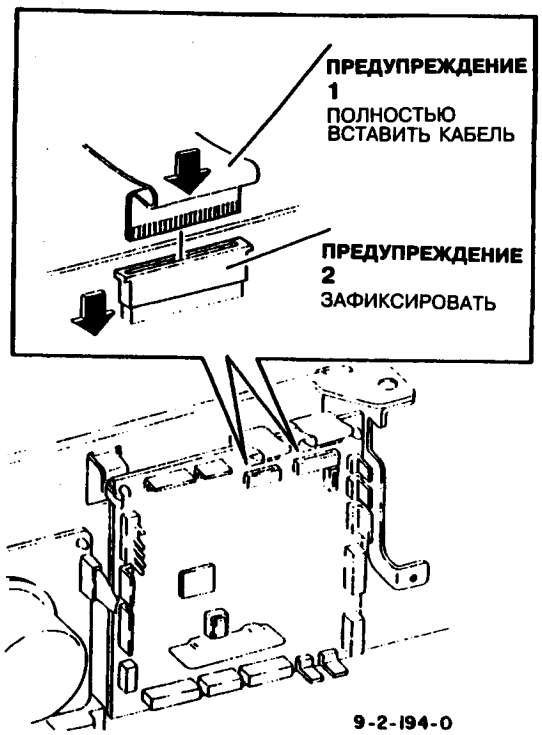

Рис.3 Подключение главной PWB
1. (Рис.3) Установить главную PWB.
(Рис.3) Перед фиксированием разъема убедиться, что ленточные кабели (PJ94 и PJ56) вставлены полностью.
(Рис.3)